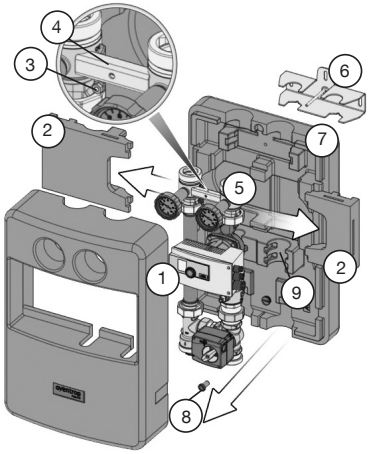

Fig. 4
1. Démonter la partie avant de la coquille d'isolation (1) (fig. 4).
2. Retirer le bloc d'insertion (2) (en deux parties) (fig. 4).
3. Desserrer l'écrou hexagonal (3) à l'aide d'une clé de 10 mm et enlever la plaque d'arrêt (4) (fig. 4).
4. Sortir le groupe de robinetterie (5) et la fixation murale (6) de la partie arrière de la coquille d'isolation (7) (fig. 4).